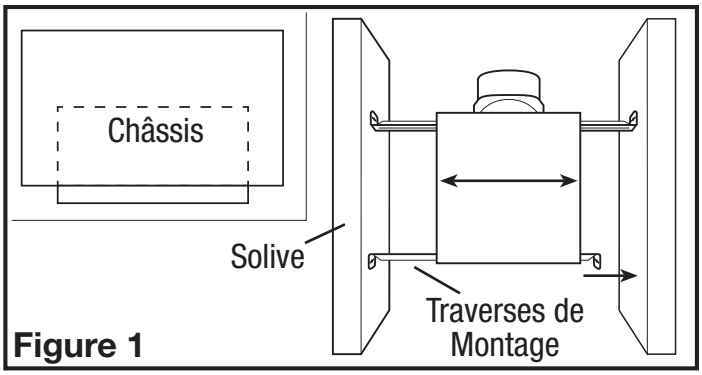
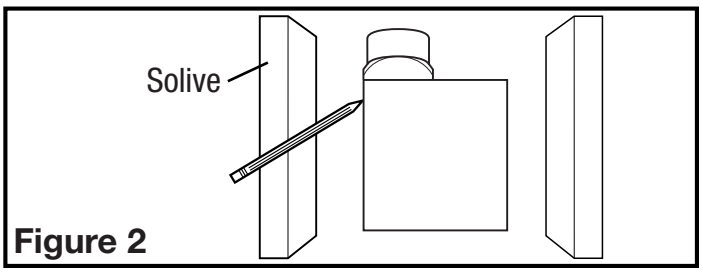

Figure 1
Figure 2
1. Installez les rails dans le canal de montage sur le boîtier. Centrez le canal de montage dans les fentes sur le boîtier, puis de l'intérieur du boîtier, serrez les vis montage de sorte que le canal soit bien en place. Placez le boîtier à côté de la solive. Aligner le châssis pour qu'il soit de niveau avec le plafond fini. Fixez les extrémités des rails aux solives avec des vis ou des clous (non inclus) et glissez le boîtier dans la position finale **(Figure 1).**
1. Placer le boîtier en place entre les solives et tracez un contour sur le matériel du plafond **(Figure 2).** Mettez le boîtier de côté et découpez l'ouverture, en faisant attention de ne pas couper ou endommager les installations électriques ou d'autres utilités masquées. Installez les rails dans le canal de montage sur le boîtier. Centrez le canal de montage dans les fentes sur le boîtier, puis de l'intérieur du boîtier serrez les vis de montage de sorte que le canal soit bien en place. Positionnez le boîtier dans le trou préalablement découpé de sorte qu'il soit aligné avec le plafond fini. Fixez les extrémités des rails aux solives **(Figure 1).**